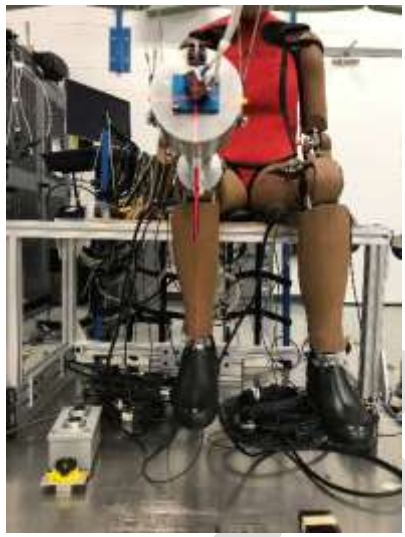

Figure 7-6. Orient lower leg along centerline.
7.5.8 Position the foot and lower leg such that the center of the ankle X-axis potentiometer is in the same vertical plane as the femur centerline. This can be accomplished by aligning the centerline of the probe with the centerline of the lower leg through the ankle (Figure 7-6).